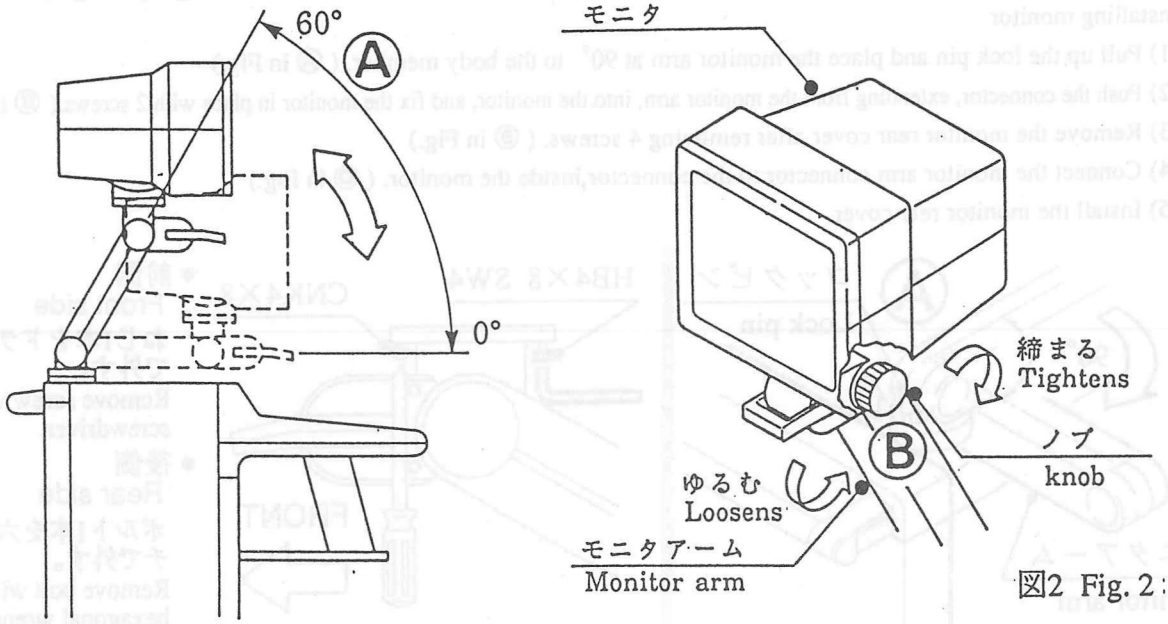

図2 Fig. 2
(1)モニタアームの上下の可動範囲は、0°~60°の範囲。(図2Ⓐ)
(2)モニタの上下移動はノブをゆるめて行い、適正位置でノブを締めて固定する。(図2Ⓑ)
(1)The monitor arm swings vertically over a 0° to 60° range. (Ⓐ in Fig. 2)
(2)To shift the monitor vertically, first loosen the arm knob, and after duly positioning the monitor, tighten the knob to fasten the monitor down. (Ⓑ in Fig. 2)